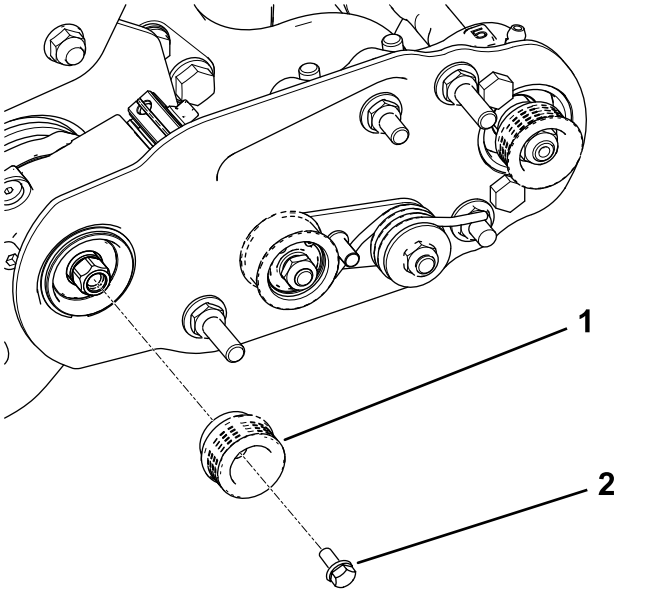

Bild 15
2. Montieren Sie die Antriebsscheibe an der Groomerwelle (Bild 15).
3. Schmieren Sie die Bundkopfschraube mit Gewindesperrmittel ein und befestigen Sie die Riemenscheibe mit der Schraube an der Antriebswelle, siehe Bild 15.